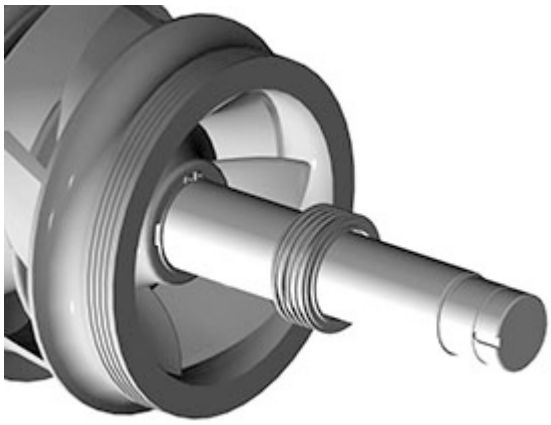

Figure 39: Mechanical seal head installed on shaft
12. Press the seal end covers into the seal bodies and secure using the capscrews. (see Figure 39)
13. Lubricate and roll the O-rings into the grooves in each seal body. (see Figure 39)